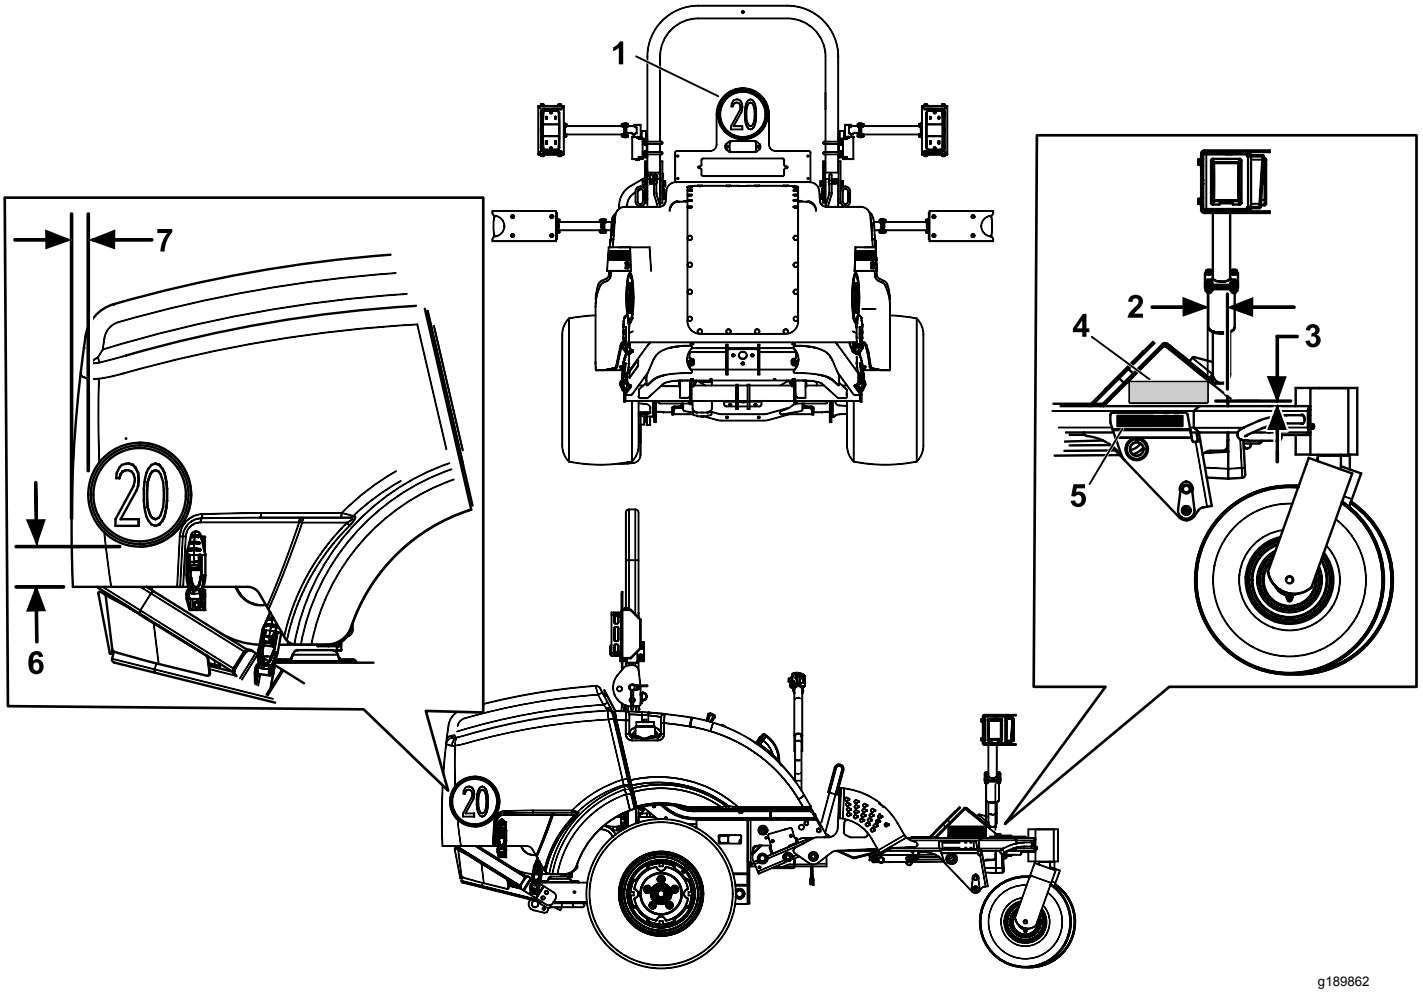

Rysunek 17
1. Zamontuj naklejkę 20 kmp w sposób przedstawiony na Rysunek 17.
2. Zamontuj tabliczkę znamionową w sposób przedstawiony na Rysunek 17.
3. Wybij datę z boku metalowej ramy w obszarze wskazanym na Rysunek 17.